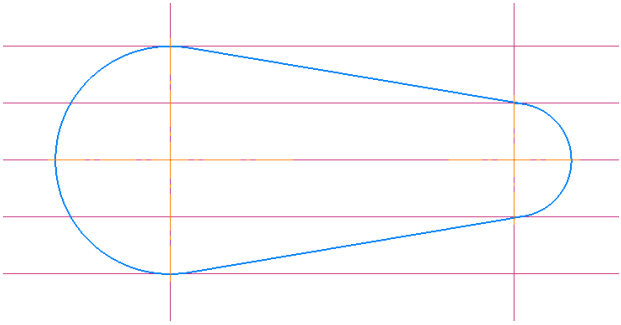

Рис. 5.15
16) Щелкайте мышью по внутренним частям окружностей, до получения модели как на рис. 5.15.